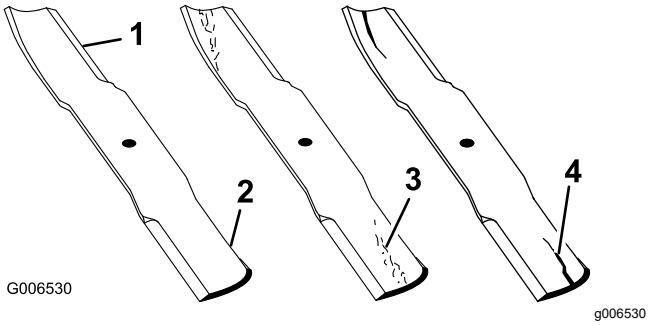

**Figuur 73**
1. Controleer de snijranden (Figuur 73).
4. Als u scheuren, slijtage of groefvorming in dit deel constateert, moet u direct een nieuw mes monteren (Figuur 73).